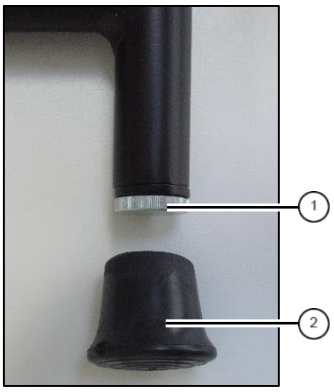
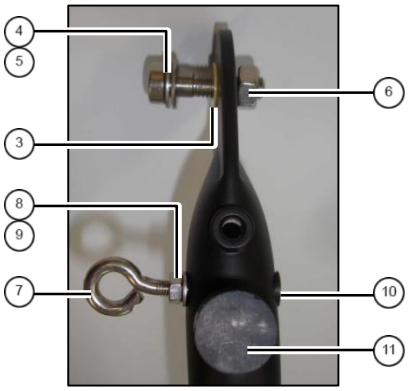
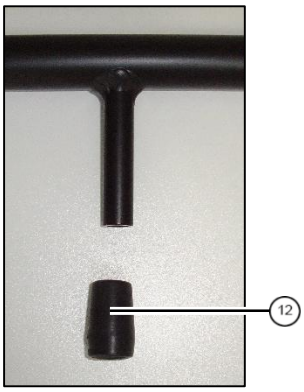

Abb. 1: Ständerschuhe
Abb. 2: Silentblock, Gleitlager, Ösenschraube
Abb. 3: Ständeranschlag
1. Rändelschrauben ① festschrauben und Ständerschuhe ② aufschieben (Abb. 1).
2. Gleitlager ③ von innen einpressen. Vorhandene Schrauben ④, U-Scheiben ⑤ und Muttern ⑥ vormontieren.
3. Ösenschraube ⑦, Mutter M5 ⑧, U-Scheibe 5,2mm ⑨ und Hülsenmutter ⑩ montieren (Abb. 2). Silentblöcke d=20mm ⑪ montieren (Abb. 2). Ständeranschlag ⑫ aufstecken (Abb. 3).